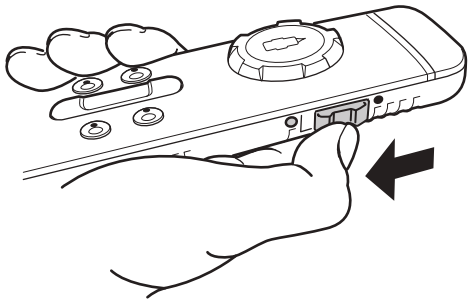

Abb. 32
- ► Den seitlichen Schiebeschalter nach unten schieben, um die Fernbedienung auszuschalten (Abb. 32). Die grüne LED erlischt.